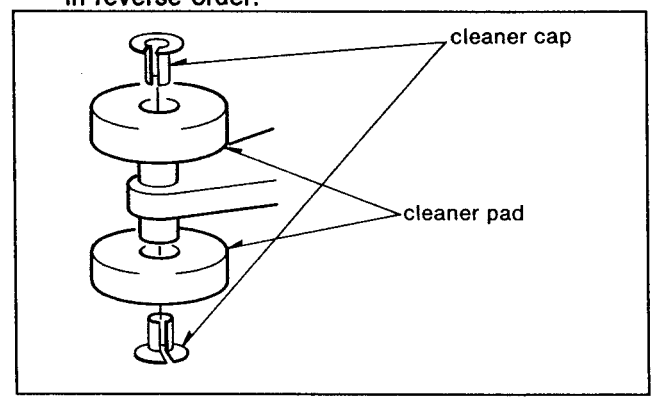

Fig. 6-35-1
1. Remove the E-ring and pull out the cleaner arm as shown in Figure 6-35-1.
2. Remove the two cleaner caps and pull out the two cleaner pads as shown in Figure 6-35-1.